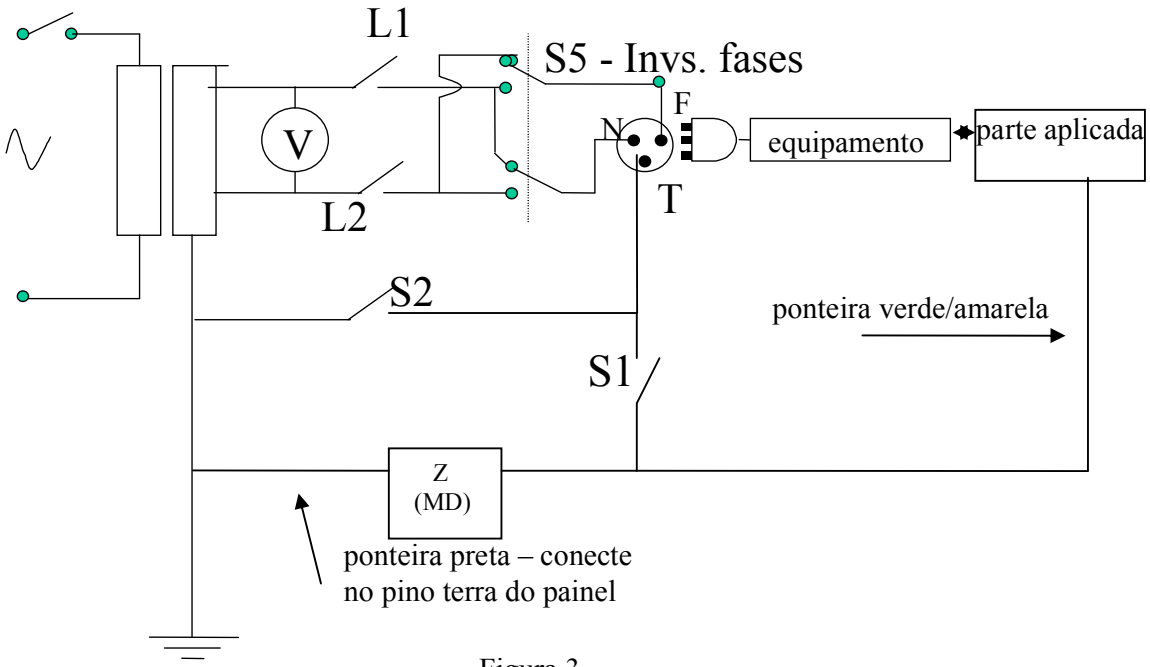

Figura 3
3.1. Com os equipamentos desligados efetuar as conexões da figura 3 conforme descrito abaixo.